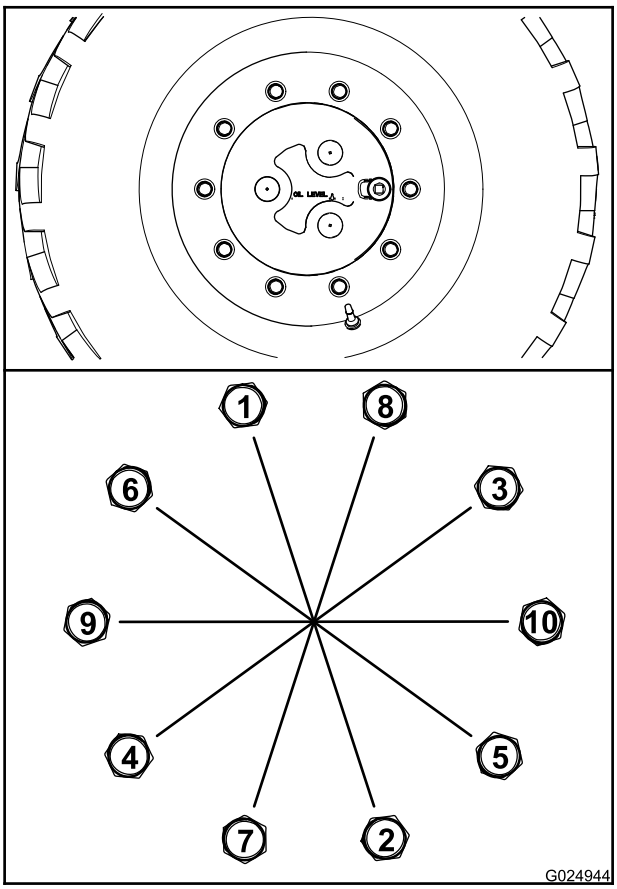

Figura 82
A. Apriete todas las tuercas de las ruedas a 100 N·m en la secuencia indicada en la Figura 82.
B. Apriete todas las tuercas de las ruedas a 200 N·m en la secuencia indicada en la Figura 82.
C. Apriete todas las tuercas de las ruedas a 300 N·m en la secuencia indicada en la Figura 82.